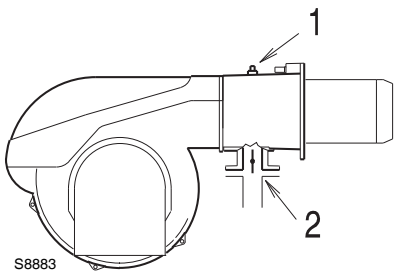

Fig. 25
Gas pressure measured at test point 1)(Fig. 25), with:
Pressure loss at gas butterfly valve 2)(Fig. 25) with maximum opening: 90°.
– subtract the combustion chamber pressure from the gas pressure measured at test point 1)(Fig. 25).
- Gas pressure at test point 1)(Fig. 25) = 24.0 mbar
To calculate the required gas pressure at test point 1)(Fig. 25), set the maximim output required from the burner operation:
– Read off the pressure at test point 1)(Fig. 25) on the right in column 1.
pressure required at test point 1)(Fig. 25).